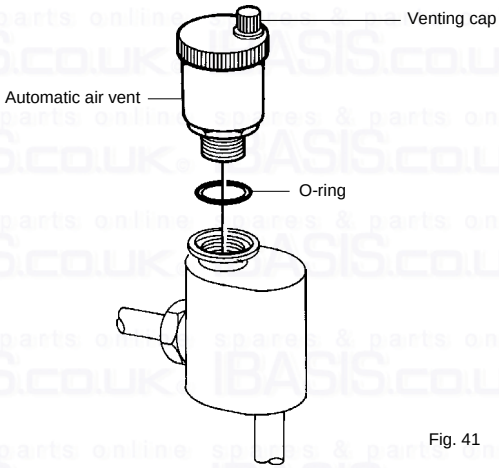

Fig. 41
d) Re-assemble in reverse order ensuring the «O» ring is fitted (fig. 41) and that the venting cap is loose. Replace pump ensuring that the arrow indicating flow points upwards.